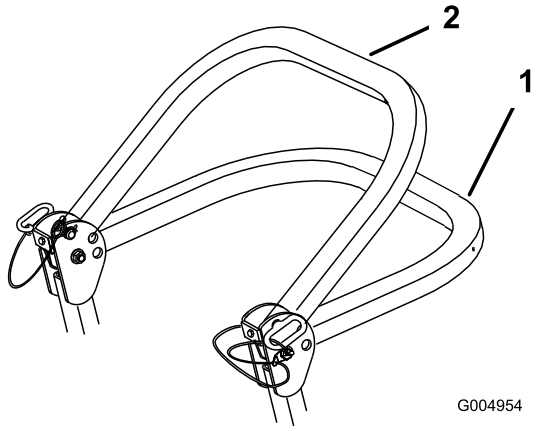

Figuur 6
2. Klap de rolbeugel omlaag. De rolbeugel kan in twee posities omlaag worden geklapt. Zie Figuur 6 voor deze posities.